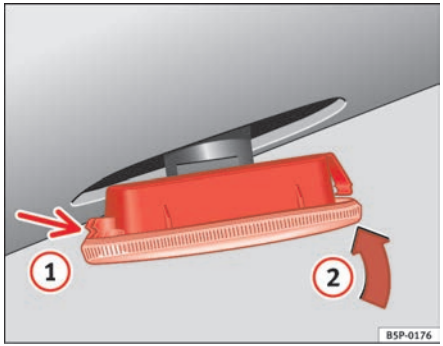

Fig. 197 Side indicator
- First place the indicator in the opening in the bodywork, fixing the tabs ⇒ fig. 197, arrow (1).
- Insert the lamp as shown by the arrow (2) ⇒ fig. 197. ■